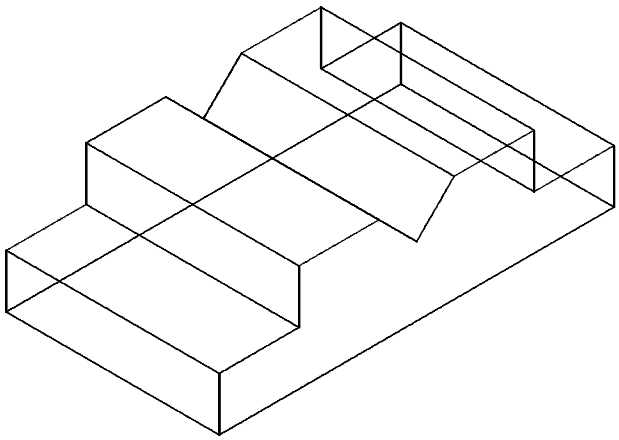

Figure 21-27 *Final 3D model for Example 2*
5. The final 3D model should look similar to the one shown in Figure 21-27.